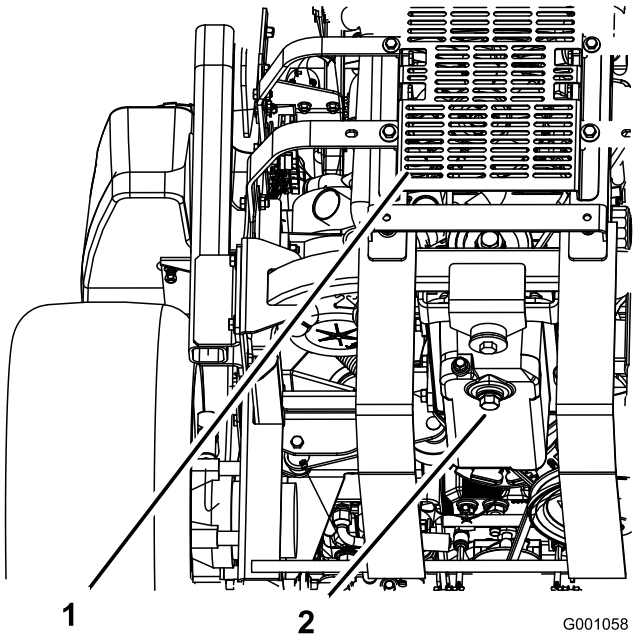

Figuur 47
5. Plaats een opvangbak onder de aftapplug. Verwijder de aftapplug en laat alle olie weglopen (Figuur 47).